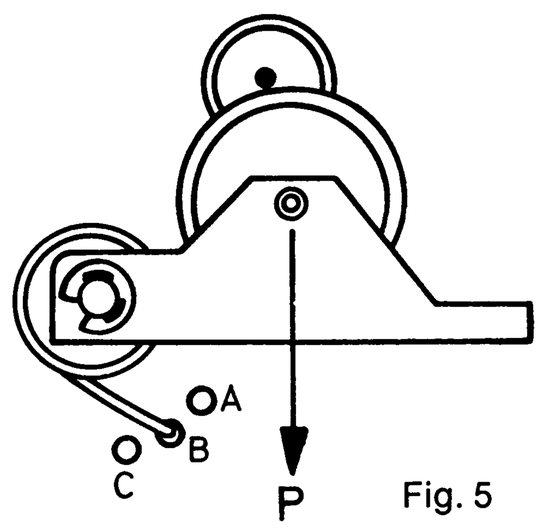

Fig. 5
10.2 The force necessary to liberate the pressure roller just from the capstan must be between 590–610 p (see fig. 5).